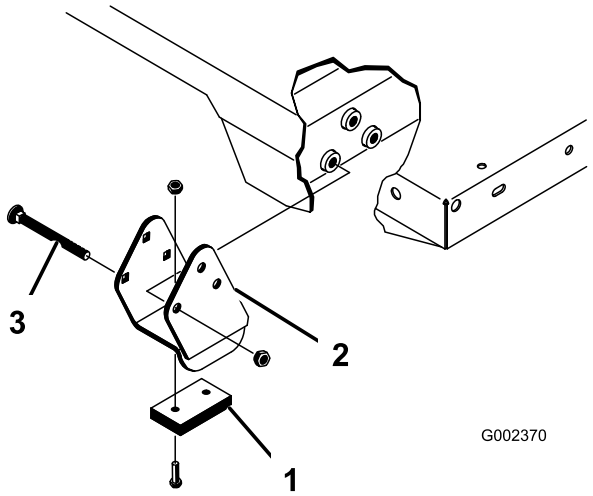

**Figur 34**
**Bemærk:** Sørg for, at afstandsstykkets beslag og slidblokkene (Figur 34) er montere med bræddeboltene hoveder placeret inden i maskinen.
bageste stelkanal. Monter 2 gaffelbolte og ringstifter (Figur 34).
3. Sørg for, at ladet er sænket, og fastgør hver cylinderstangsende til de relevante riller på ladmonteringspladerne med en gaffelbolt og en ringstift. Sæt gaffelbolten på fra ladets yderside med ringstiften udad (Figur 34). De bageste riller er til montering af fuldt lad, og de forreste riller er til montering af 2/3-lad.